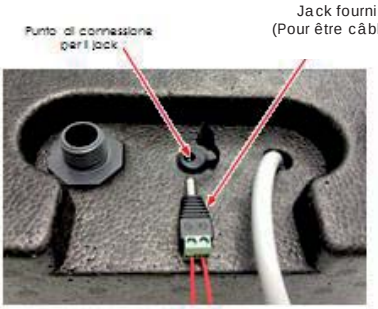

Fig. 11b
- **Numérique 2**: entrée de photovoltaïque. Quand un contact se ferme entre les bornes les bornes jack fournis fig. 11b (câble: vert/blanc) la fonction "Green" est activée. Cette fonction exploite l'éventuelle surproduction d'énergie électrique et permet d'augmenter la température de l'eau dans l'accumulation jusqu'à une valeur établie par l'usager (60 ° C Température par défaut, amètre SP6).